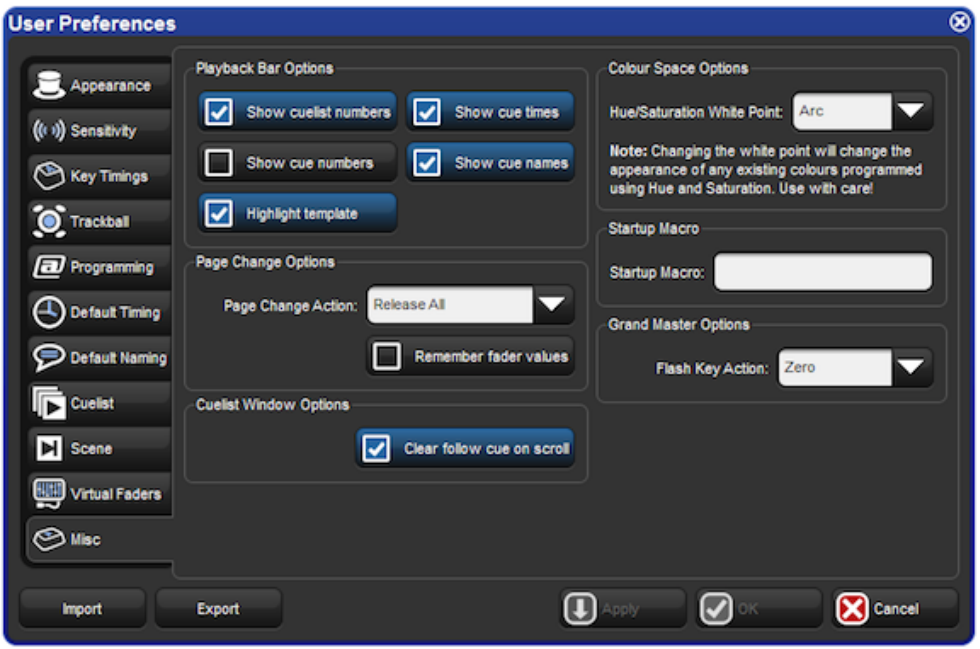

Figure 17.1. The Misc pane of the User Preferences window
- Setup → Preferences → Misc : see *Figure 17.1, "The Misc pane of the User Preferences window"*.